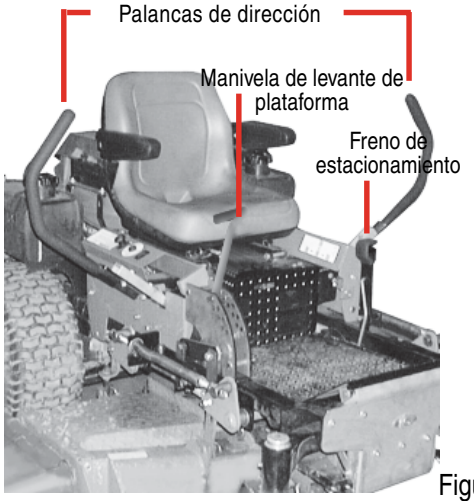

Figura 3
4. **Palancas de dirección derecha e izquierda:** (Vea Figura 3.) Estas palancas articuladas se abren hacia los lados en la posición neutra para permitir que el operador se siente o deje el asiento del cortacésped. El operador, cuando está sentado, puede jalar las palancas hacia arriba en la posición de operación, a una distancia confortable de antebrazo. Estas palancas controlan todos los movimientos del cortacésped. Empujando ambas palancas hacia delante hará con que el cortacésped se mueva hacia adelante. Acercando ambas palancas hará con que el cortacésped retroceda. Empujando una de las palancas delante de la otra hará con que la tracción de la rueda de dicho lado gire más rápido que la otra tracción de la rueda, haciendo que el cortacésped de vuelta hacia el lado en que la palanca está detrás de la otra. Cuando una palanca es empujada hacia delante y la otra palanca es jalada hacia atrás en la misma proporción, la tracción de una rueda girará al revés y el cortacésped girará dentro de su propia longitud.
6. **Freno de estacionamiento:** (Vea la Figura 3.) Situado en el lado izquierdo de la unidad de tracción. La palanca de sobre-centro activa el freno tipo tambor en cada rueda motriz cuando la palanca es jalada hacia atrás. El freno debe estar accionado para poder poner el motor en funcionamiento.
7. **Palanca de levante de la plataforma y pedal auxiliar de levante:** (Vea Figura 3.) Situada en la esquina derecha de la plataforma del cortacésped. Levante la plataforma de corte a la posición de transporte, jalando la palanca hacia atrás y moviéndola hacia adentro en posición de parada para transporte. Para bajar la plataforma de corte, jale la palanca de levante y muévala hacia afuera. Esto baja la plataforma a la posición de corte. El pedal auxiliar de levante (no mostrado en la foto arriba) puede servir como «auxiliar